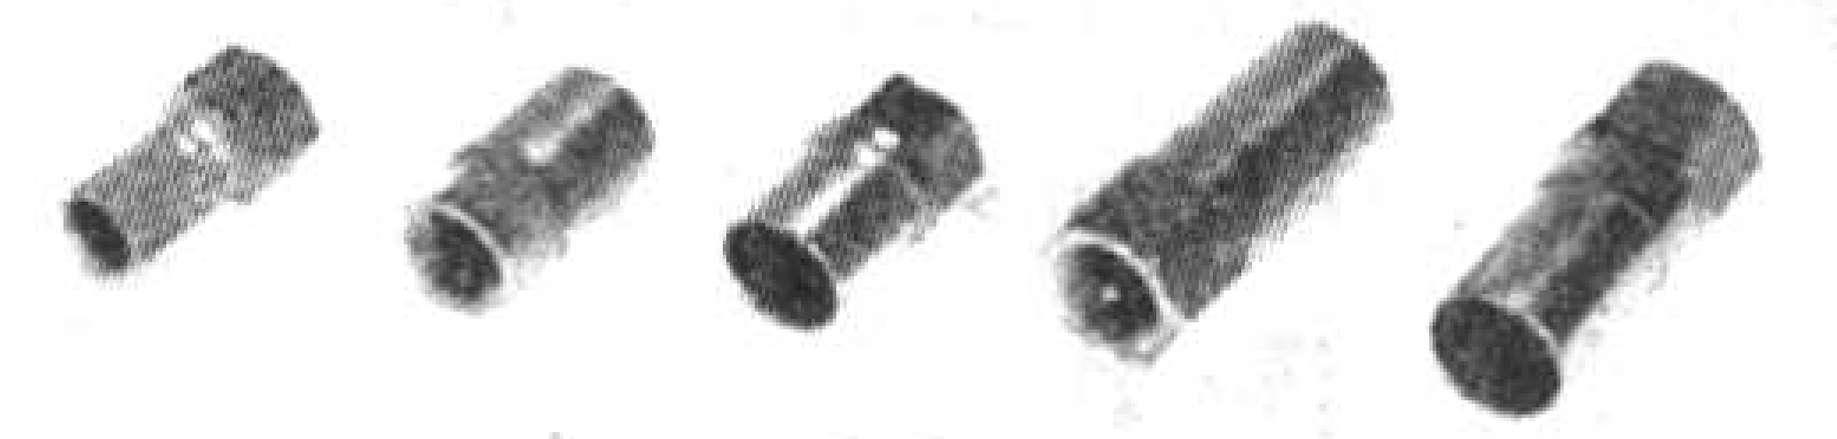

图17
2.螺旋式 将电缆的屏蔽层翻到外边，旋进接头中，到位即可（图17）。